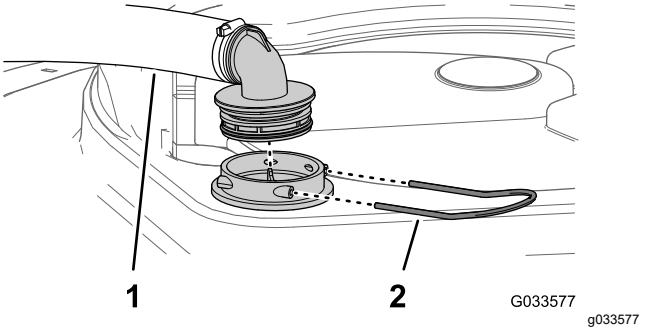

Рисунок 54
2. В верхней части бака опрыскивателя снимите держатель, который крепит шланговый штуцер, подсоединенный к большому шлангу, идущему от корпуса фильтра (Рисунок 54).
3. Отсоедините шланг и шланговый штуцер от корпуса фильтра (Рисунок 54).